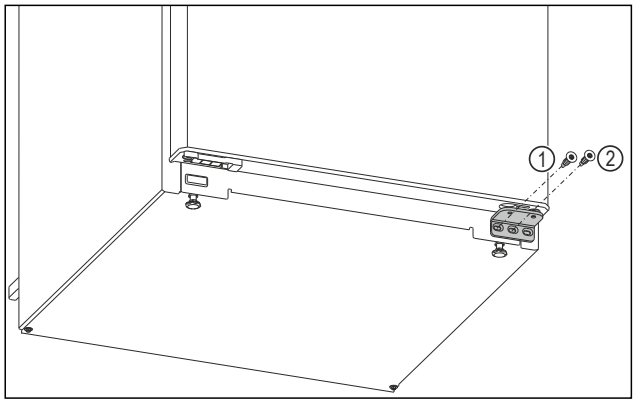

Fig. 6
▶ Skru den inderste skrue på det nederste lejebeslag af med en Torx 20-skruetrækker. *Fig. 6 (1)*
▶ Skru den midterste skrue på det nederste lejebeslag af med en Torx 20-skruetrækker. *Fig. 6 (2)*